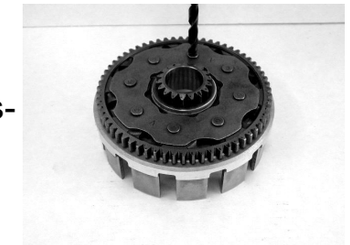

Figure 1
- Center punch the heads of the rivets on the backside of the basket and drill the head of the rivet off so the retainer plate can come off, be carful not to damage the stock retainer plate as this will be reused on your Hinson basket (Figure 1)